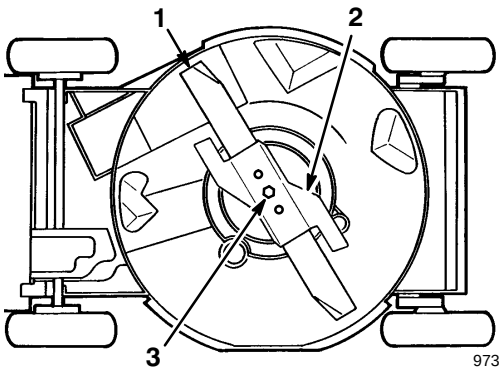

Abbildung 20
4. Den Rasenmäher auf die linke Seite kippen (Abb. 20).
Das Ende des Schnittmessers mit einem Lappen oder einem dick gepolsterten Handschuh fassen. Schnittmesserschraube, Sicherungsscheibe, Beschleuniger und Schnittmesser entfernen (Abb. 20).